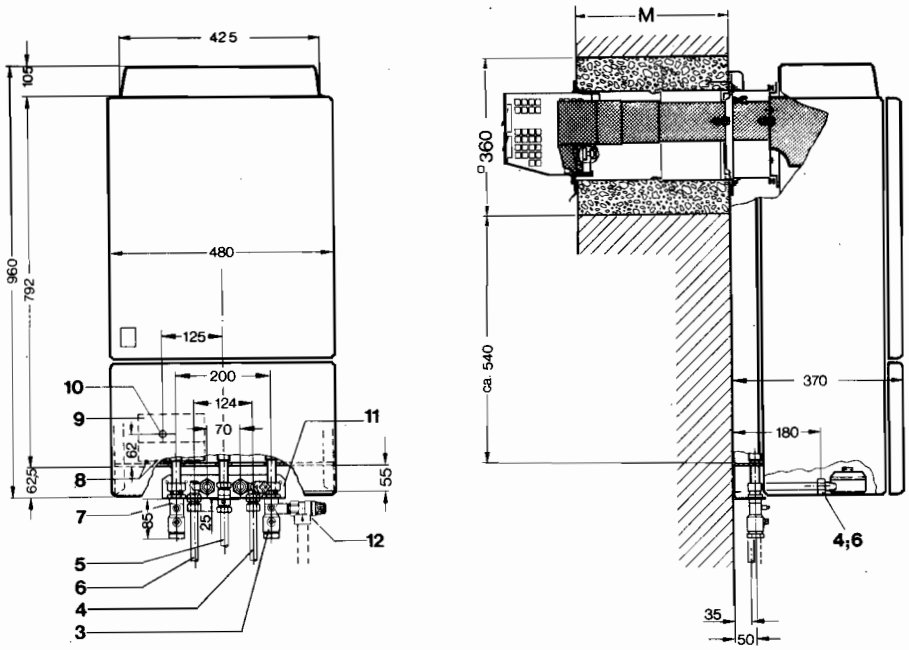

Fig. 9
a) the terminal and duct assembly is correct for the thickness of the wall (see Fig. 9 for dimensions)